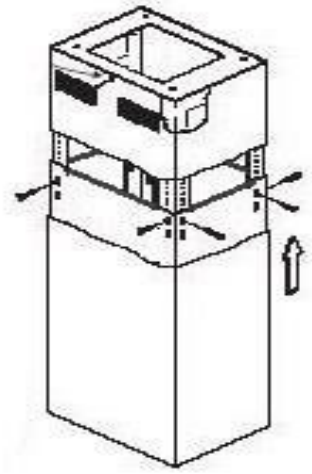

Figure 4
7. Faites glisser le couvercle de cheminée inférieur autour du cadre de support inférieur et autour du couvercle de cheminée supérieur. Demandez à une deuxième personne de le tenir en position (voir Figure 4).